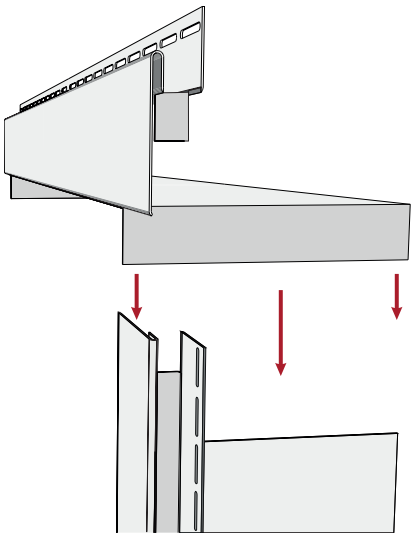

Рисунок 61
15.14 Примерьте околооконную планку на оконном проеме, соединив ее с верхней планкой (рис. 61, 62).